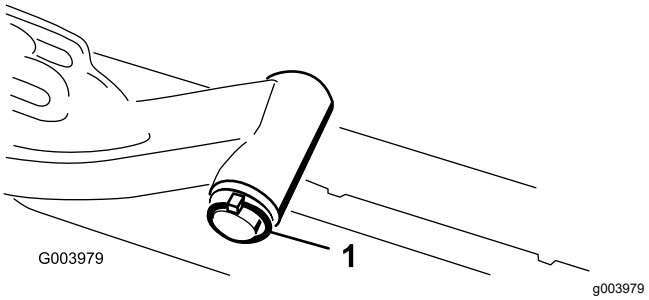

Figur 8
A. Fjern den ringstift og skive, der fastgør løftearmens drejeaksel til løftearmen, og skub løftearmens drejeaksel ud af løftearmen (Figur 8).
C. Sæt løftearmens aksel ind i løftearmen, og fastgør den med skiven og ringstiften (Figur 8).